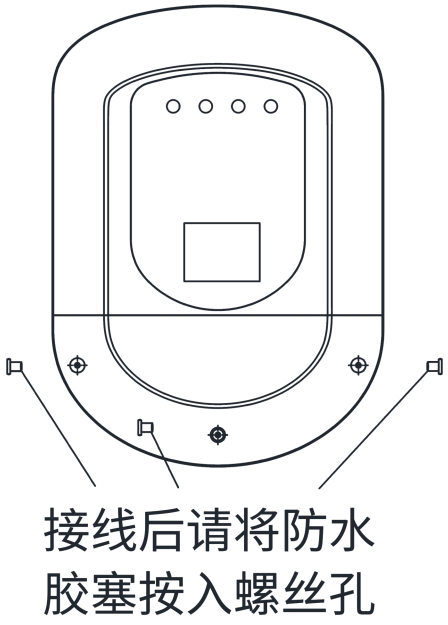

图 12
10、设备接线完毕后，将拆下盖板恢复，将防水胶塞塞入螺丝孔，如图 12。